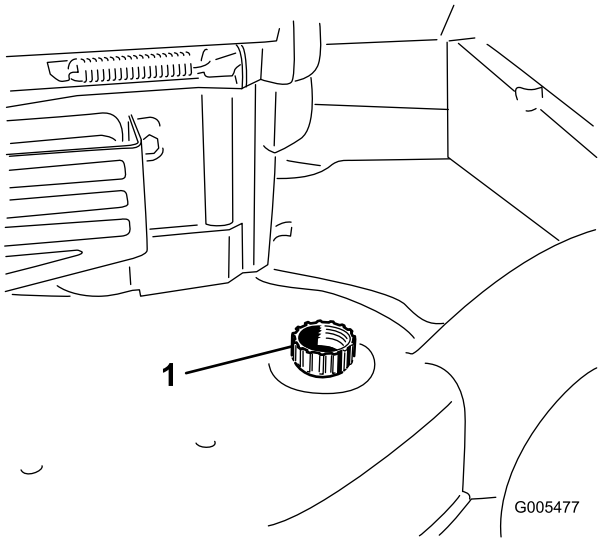

**Figuur 39**
3. Bevestig een tuinslang die aangesloten op een kraan, aan de wasaansluiting op de maaikast (Figuur 39).